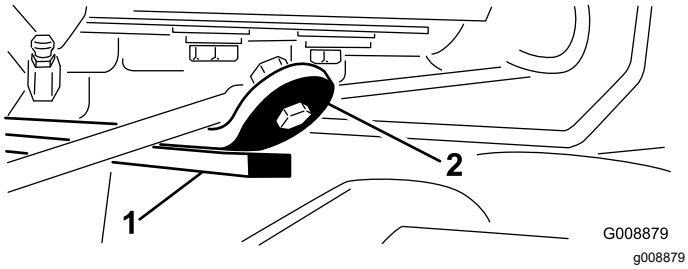

Rysunek 28
3. Uruchom silnik, podnieś ramiona i sprawdź, czy odstęp między listwą a taśmą zderzaka u góry tylnego zespołu napędowego mieści się w zakresie od 0,51 do 2,54 mm, jak pokazano na Rysunek 28.